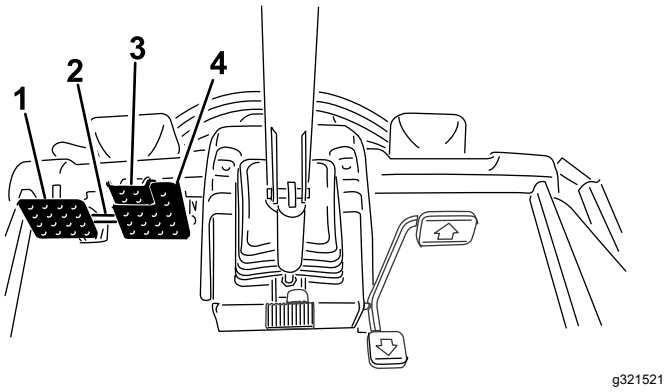

Figuur 30
- Koppel de pedaalvergrendeling af (Figuur 30).